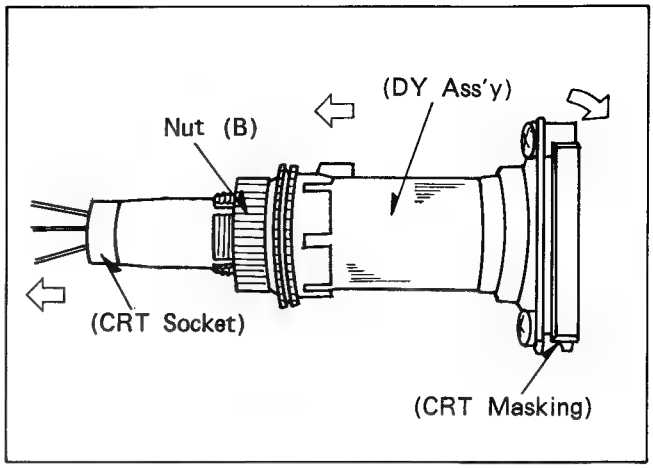

Fig. D23
(4) Rotate Nut (B) and then pull DY Assembly in the direction shown in Fig. D23 to remove it. Then the CRT can be replaced.
(5) For reinstallation, reverse the above steps.